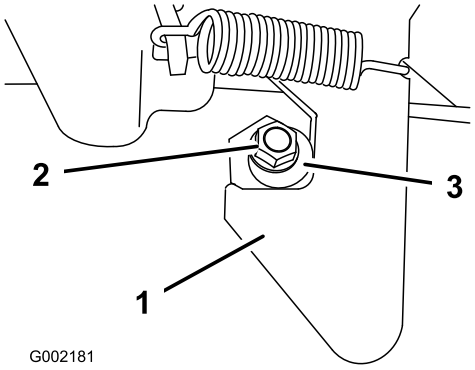

Figur 16
1. Løsn møtrikken i enden af låsestiften (Figur 16).
2. Drej låsestiften med uret, indtil den ligger tæt op ad låsen, og stram herefter møtrikken (Figur 16).